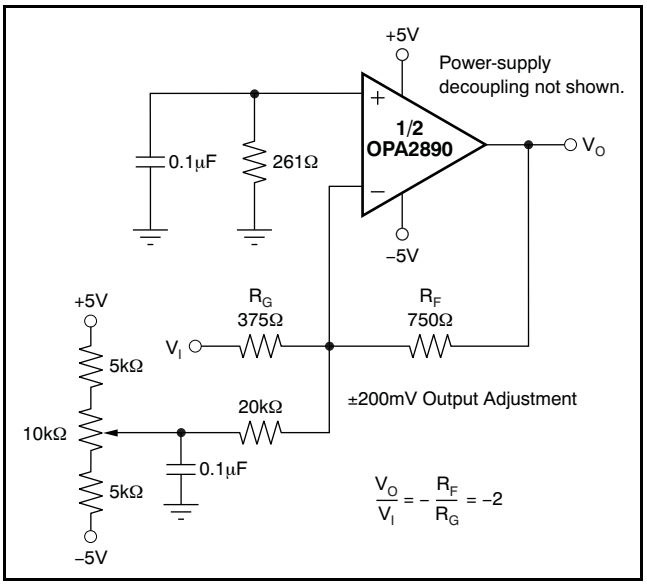

Figure 61. DC-Coupled, Inverting Gain of –2, with Offset Adjustment
A fine-scale output offset null, or dc operating point adjustment, is often required. Numerous techniques are available for introducing dc offset control into an op amp circuit. Most of these techniques eventually reduce to adding a dc current through the feedback resistor. In selecting an offset trim method, one key consideration is the impact on the desired signal path frequency response. If the signal path is intended to be noninverting, the offset control is best applied as an inverting summing signal to avoid interaction with the signal source. If the signal path is intended to be inverting, applying the offset control to the noninverting input may be considered. However, the dc offset voltage on the summing junction sets up a dc current back into the source that must be considered. Applying an offset adjustment to the inverting op amp input can change the noise gain and frequency response flatness. For a DC-coupled inverting amplifier, Figure 61 shows one example of an offset adjustment technique that has minimal impact on the signal frequency response. In this case, the dc offsetting current is brought into the inverting input node through resistor values that are much larger than the signal path resistors. This configuration ensures that the adjustment circuit has minimal effect on the loop gain and thus, the frequency response.
d) Connections to other wideband devices on the board may be made with short, direct traces or through onboard transmission lines. For short connections, consider the trace and the input to the next device as a lumped capacitive load. Relatively wide traces (50mils to 100mils, or 1.27mm to 2.54mm) should be used, preferably with ground and power planes opened up around them. Estimate the total capacitive load and set R_S from the plots of Figure 15 and Figure 36. Low parasitic capacitive loads (< 3pF) may not need an R_S because the OPA2890 is nominally compensated to operate with a 2pF parasitic load. Higher parasitic capacitive loads without an R_S are allowed as the signal gain increases (increasing the unloaded phase margin; see **Figure 61**). If a long trace is required, and the 6dB signal loss intrinsic to a doubly-terminated transmission line is acceptable, implement a matched impedance transmission line using microstrip or stripline techniques (consult an ECL design handbook for microstrip and stripline layout techniques). A 50Ω environment is normally not necessary on board, and in fact, a higher impedance environment improves distortion as shown in the distortion versus load plots. With a characteristic board trace impedance defined (based on board material and trace dimensions), a matching series resistor into the trace from the output of the OPA2890 is used as well as a terminating shunt resistor at the input of the destination device. Remember also that the terminating impedance is the parallel combination of the shunt resistor and the input impedance of the destination device; this total effective impedance should be set to match the trace impedance.